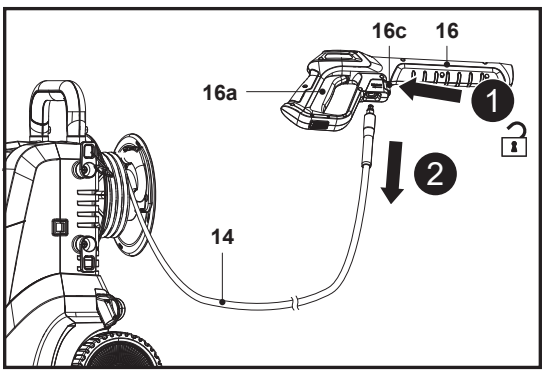

Fig. 8
3. Para desconectar a mangueira de pressão (14) da pistola de pulverização (16), empurre a alavanca de libertação rápida (16c) em direção à mangueira de pressão (14), mantendo-a no lugar e, em seguida, puxe para fora a mangueira de pressão (14) (Fig. 8, passos 1, 2).